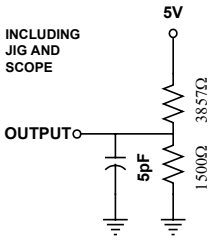

FIGURE 1B
5. Transition is measured ±500mV from steady state with C_L = 5pF as shown in Figure 1B. The parameter is guaranteed but not 100% tested.
10. Transition is measured ±500mV from steady state with C_L = 5pF as shown in Figure 1B. The parameter is guaranteed but not 100% tested.